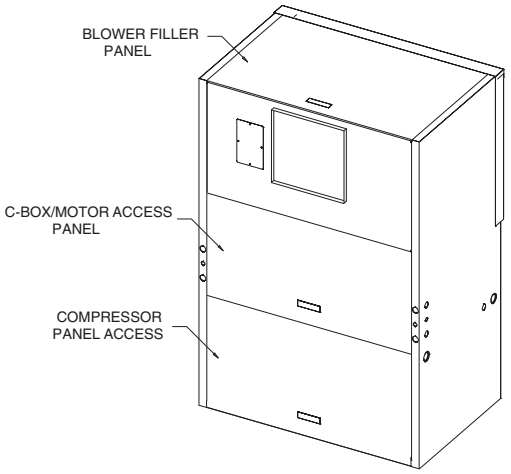

Fig. 16 — Replace Panels
13. Put 3 panels back onto unit. See Fig. 16.